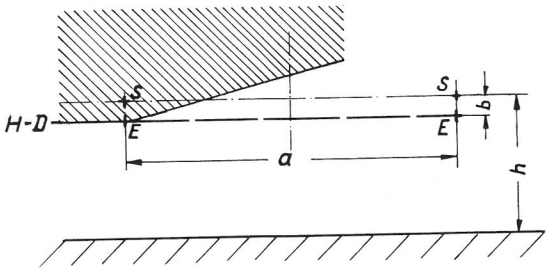

Fig. 8
1. **Rattet** demonteres – se V c fig. 8–11.